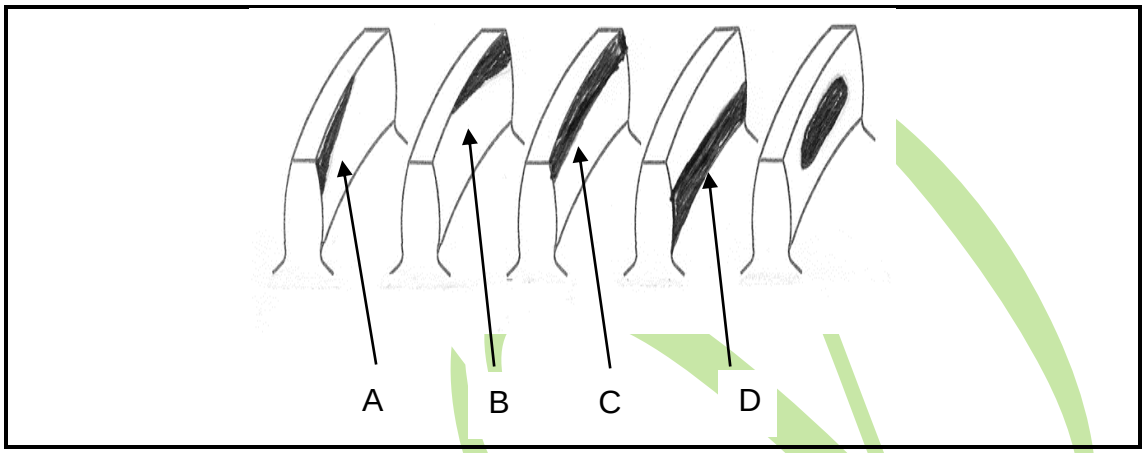

FIGURE 1
1.8 Use the picture of the section of a crown wheel in FIGURE 1 below to answer the questions.